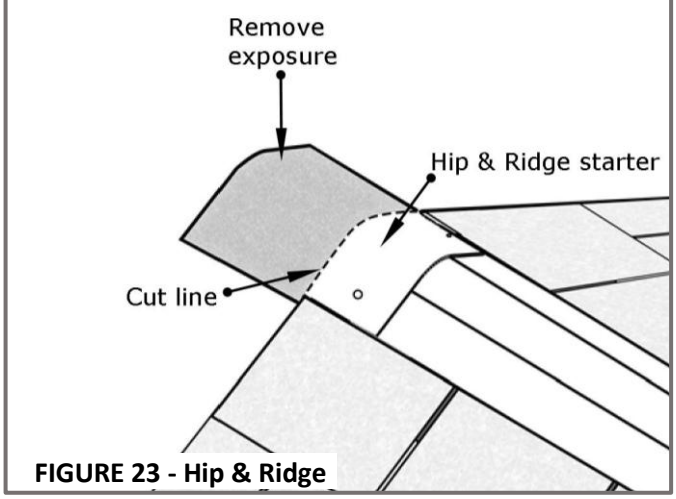

FIGURE 23 - Hip & Ridge
- Make a starter shingle by removing the exposure portion. See **Figure 23**.